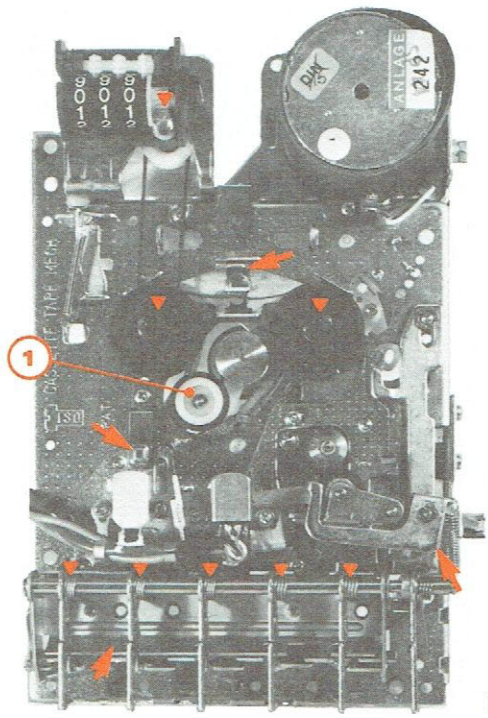

Fig. 37
- changer le galet de retour rapide **(1)** (Fig. 37).
1° - LUBRIFICATION (Fig. 37 et 38)